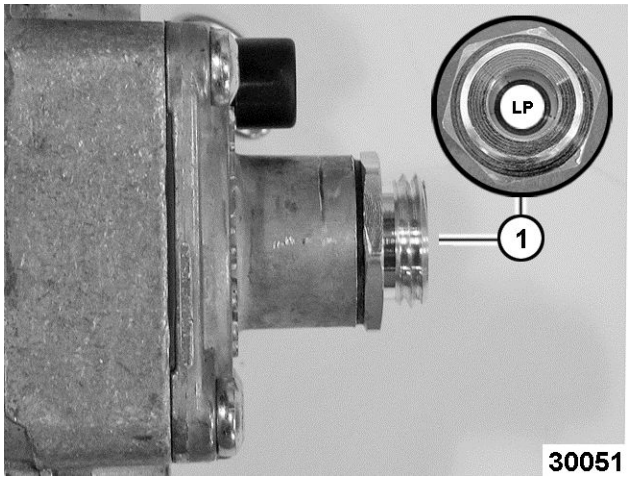

Fig. 70
- If the incoming pressure to the valve is between 11” WC and 14” for Propane gas and the manifold pressure is not maintaining 10” WC, and the cap (1, Fig. 70) is correctly positioned, replace the valve.
1, Fig. 70	Cap position for propane gas (stamped LP).